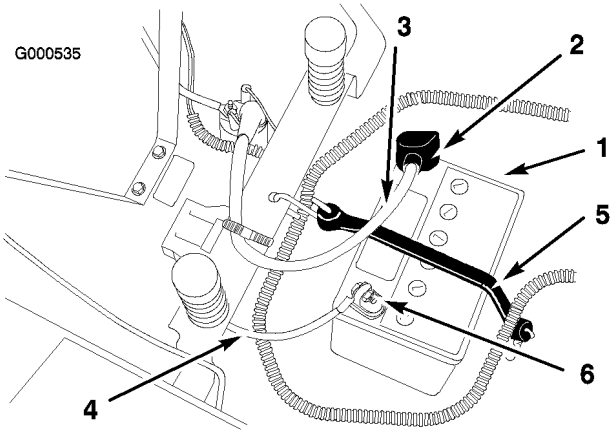

Figure 31
4. Débranchez le câble négatif (noir) de mise à la masse de la borne de la batterie (Figure 31).
5. Repoussez le capuchon en caoutchouc sur le câble positif (rouge). Débranchez le câble positif (rouge) de la borne de la batterie (Figure 31).
6. Enlevez la sangle de maintien de la batterie (Figure 31) et ôtez la batterie de son support.
1. Placez la batterie sur son support, les bornes à l'opposé du panneau de commande (Figure 31).
4. Fixez les câbles à l'aide de 2 boulons (1/4 x 3/4 pouce), 2 rondelles (1/4 pouce) et 2 écrous (1/4 pouce) (Figure 31).
6. Fixez la batterie en place à l'aide de la sangle de maintien (Figure 31).